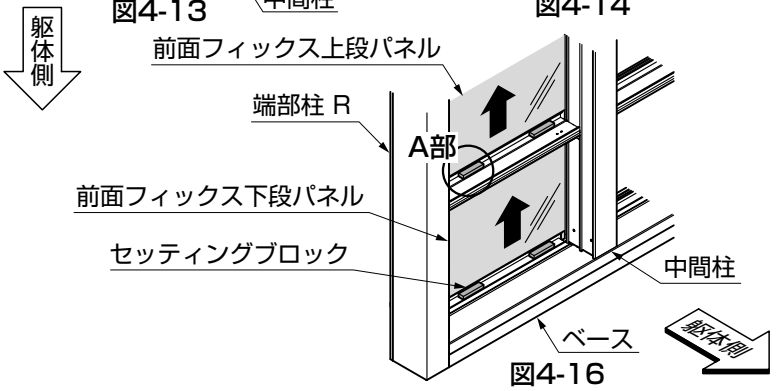

図4-16
③前面フィックスパネルを上方へ持上げて、セッティングブロック下面用をベースに取付けてください。（図4-16参照）